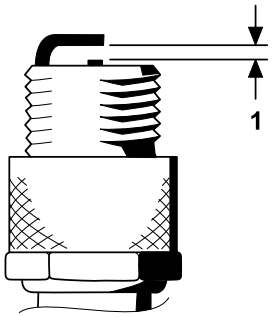

**Figur 35**
4. Se till att luftgapet mellan mitt- och sidoelektroderna är 0,76 mm. Se Figur 35.